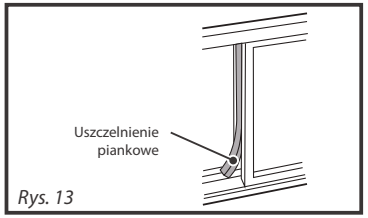

Rys. 13
5. Uciąć odpowiedni odcinek uszczelki piankowej i uszczelnić szczelinę pomiędzy wewnętrznym i zewnętrznym skrzydłem okiennym. Patrz rys. 13.